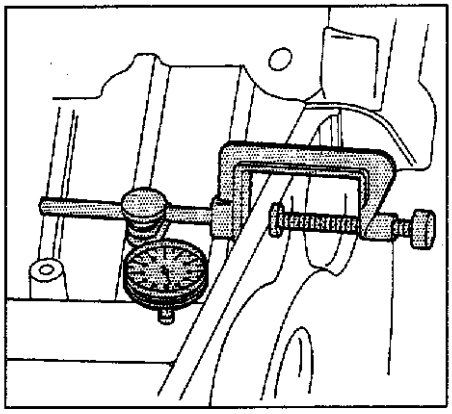
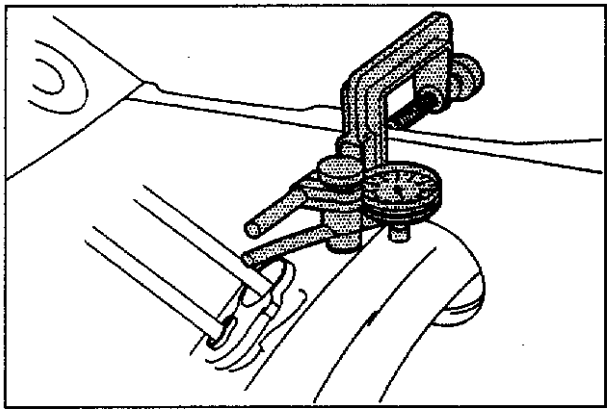

图 1-1-12　测量平衡轴前径向间隙
图 1-1-13　测量平衡轴后径向间隙
(3) 见图 1-1-12 和图 1-1-13，测量平衡轴前、后径向间隙，前径向间隙为 0~0.028mm，后径向间隙为 0.013~0.119mm。
(4) 测量平衡轴轴承内径，前轴承内径为 51.93~51.99mm，后轴承内径为 49.53~49.58mm。